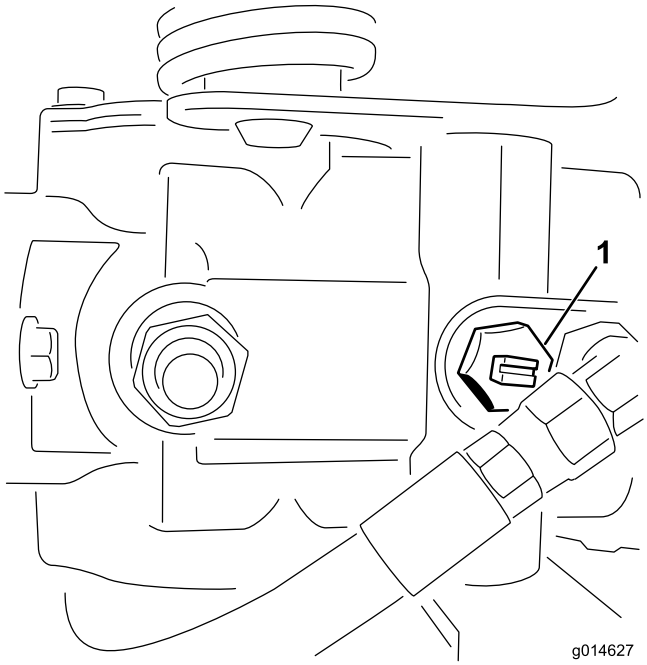

Figur 41
1. Lokalisera överströmningsventilen på pumpen och vrid den så att skåran är lodrät (Figur 41).
2. Stäng överströmningsventilen genom att vrida den så att skåran är vågrät (Figur 41) innan du startar motorn.